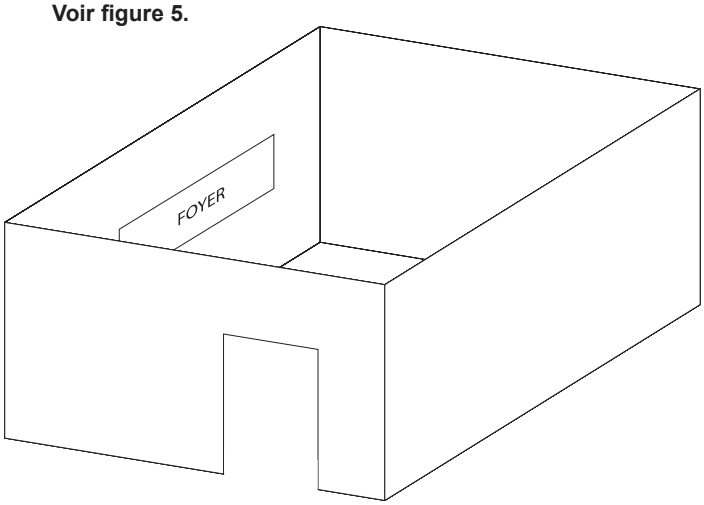

Figure 5
- Avec des parois sur tous les côtés, mais aucun couvert aérien. **Voir figure 5.**